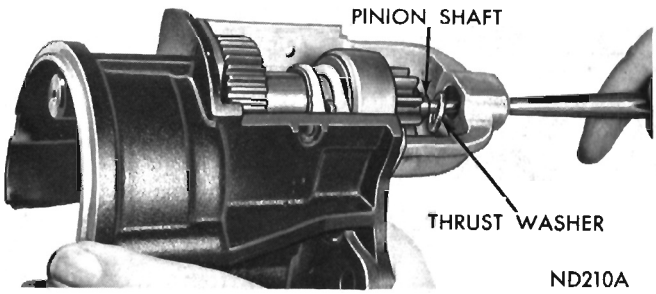
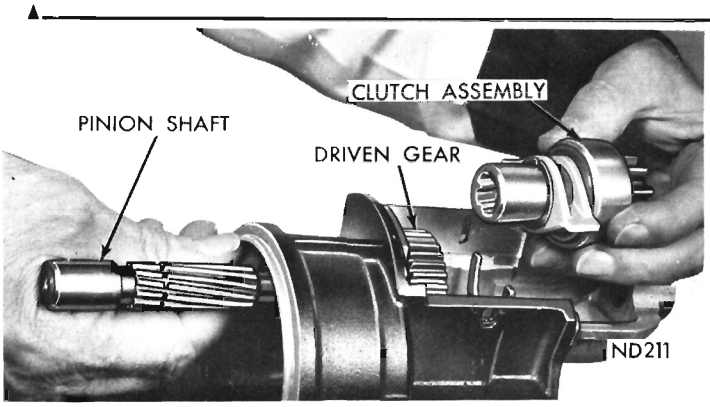
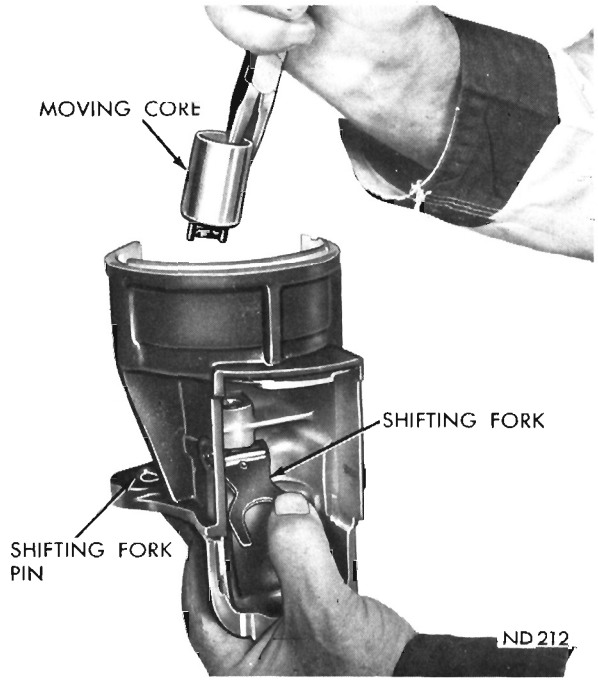

Fig. 9—Removing Pinion Shaft
Fig. 10—Removing or Installing Clutch Assembly
Fig. 11—Removing or Installing Moving Core
(19) Push pinion shaft towards rear of housing (Fig. 9) and remove retainer ring and thrust washers, clutch and pinion assembly, with the two shifter fork nylon actuators as an assembly (Fig. 10).
(20) Remove driven gear and friction washer.
(21) Pull shifting fork forward and remove solenoid moving core (Fig. 11).
(1) Position shifter fork in drive housing and install shifting fork retainer pin. One tip of pin should be straight, other tip should be bent at a 15 degree angle away from the housing. The fork and retainer pin should operate freely after bending tip of pin.
(2) Install solenoid moving core and engage shifting fork (Fig. 11).
(3) Enter pinion shaft into drive housing and install friction washer and drive gear.
(4) Install clutch and pinion assembly, thrust washer, retaining ring and thrust washer (Fig. 10).